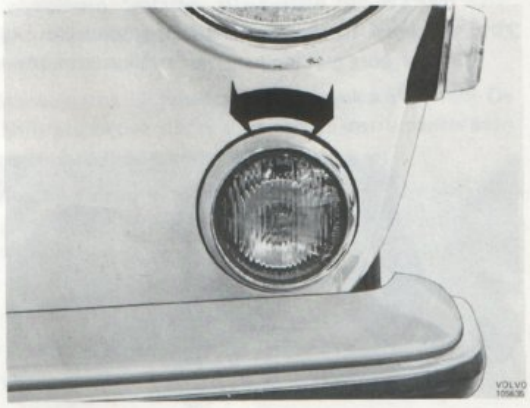

Bild 126. Blinkers- och parkeringslykta
1. Glaset med sarg och packning, lossas genom att vridas åt vänster bild 126.